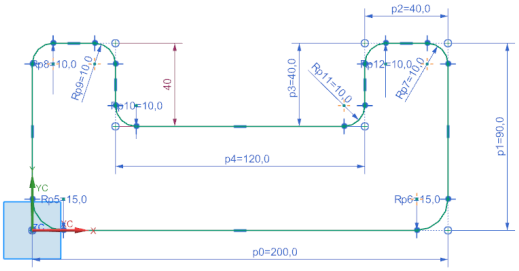

Figure 2-57 *Sketch after creating fillets*
7. Right-click and then choose the **OK** option from the shortcut menu to exit the **Fillet** tool. The fillets are created, refer to Figure 2-57.